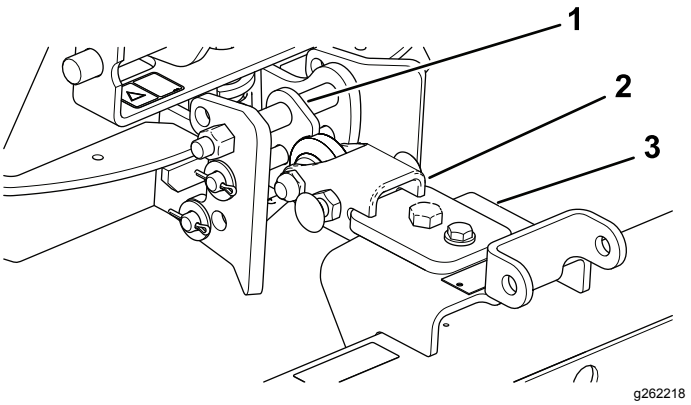

Bild 15
1. Montieren Sie die Anhängevorrichtung so, dass die abgewinkelte Seite oben liegt (Bild 15).
2. Montieren Sie die Deichsel an der Oberseite des Hängeprofils (Bild 15).